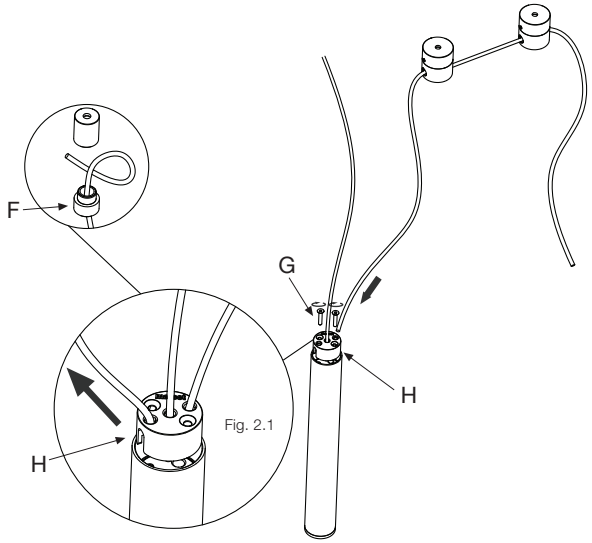

Fig. 2.1
2. Remove the screws (G) and pull out part (H). Route the cord as shown in Figure 2.1, through part (H). Re-tighten the screws (G) to fasten part (H). Route the cord through part (F) and tie the knot.
2. Dévissez les vis (G) et retirez la pièce (H). Faites passer la corde à travers la pièce (H) comme indiqué sur la figure 2.1. Revissez les vis (G) pour fixer la pièce (H). Passez la corde à travers la pièce (F) et refaites le nœud.
2. Die Schrauben (G) herausdrehen und das Teil (H) herausnehmen. Die Schnur wie auf Abbildung 2.1 zu sehen durch das Teil (H) führen. Die Schrauben (G) wieder eindrehen, um das Teil (H) zu befestigen. Die Schnur durch das Teil (F) führen und den Knoten machen.